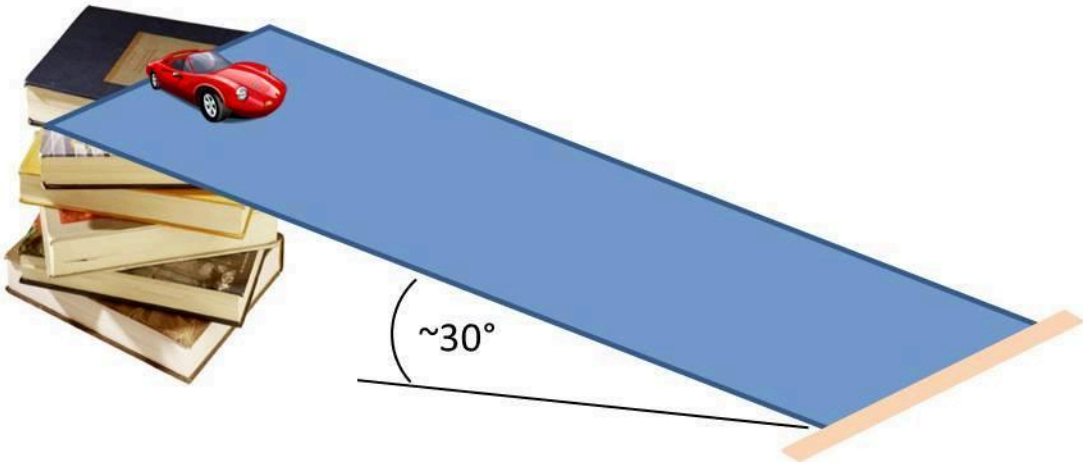

Figure 1
a) Use the textbooks to set up the track. The first track will be a ramp with an angle of approximately 30°. See Figure 1.